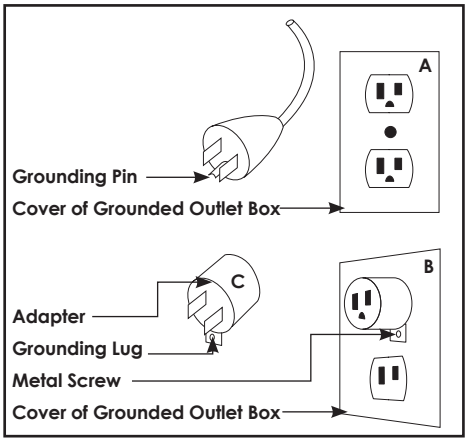

Figure 1
This heater is for use on 120 volts. The cord has a plug as shown at (A) in figure 1. An adapter as shown at (C) is available for connecting three-blade grounding-type plugs to two-slot receptacles. The green grounding lug extending from the adapter must be connected to a permanent ground such as a properly grounded outlet box. The adapter should not be used if a three-slot grounded receptacle is available.